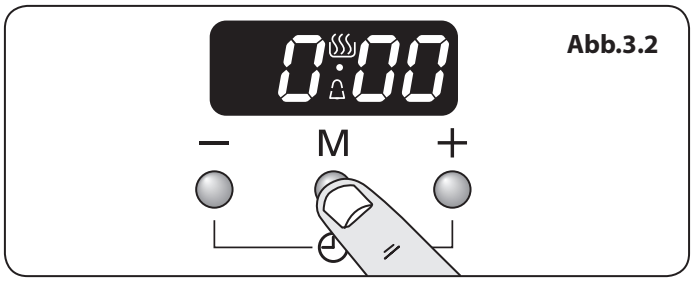
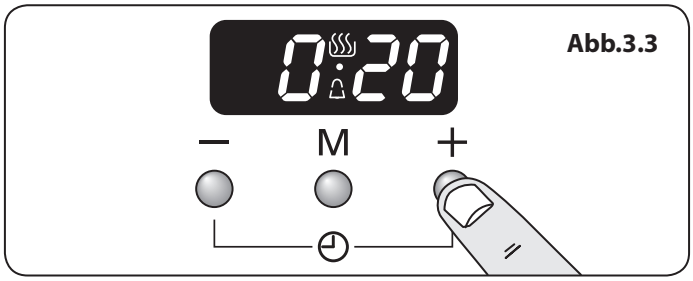

Abb.3.2
Abb.3.3
1. Drücken Sie einmal die Modustaste [M] (**Abb.3.2**). Das Glockensymbol [🔔] blinkt in der Anzeige. Wählen Sie den gewünschten Countdown von 00.01 h bis 23.59 h mithilfe der Taste [+] aus (**Abb.3.3**). Der Countdown beginnt automatisch, und das Symbol [🔔] wird angezeigt.